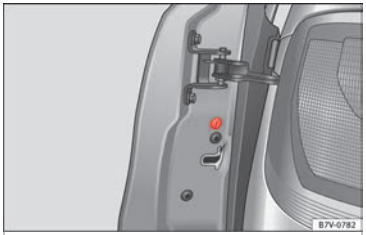

Afb. 4 Vooraan in de schuifdeur: noodslot, verborgen door een rubberen pakking.
- De rubberen pakking aan de voorzijde van het portier verwijderen. De pakking is gemarkeerd met een slot ››› afb. 4.